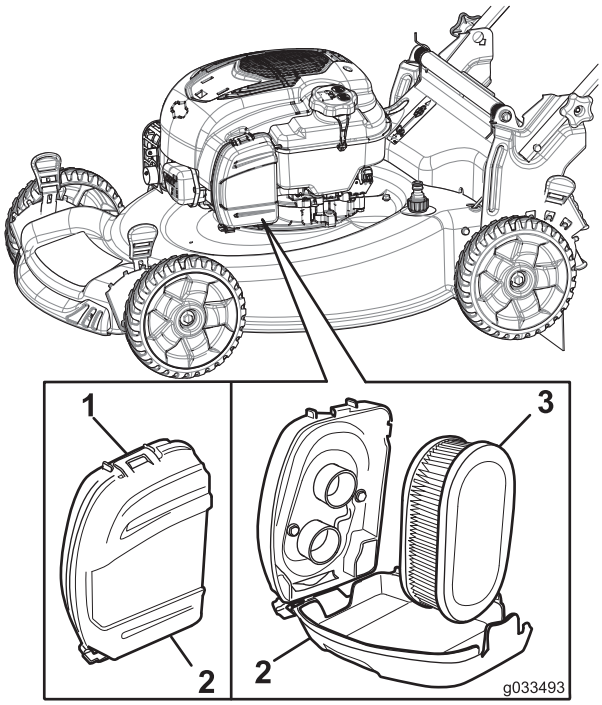

Figure 30
1. Déclipsez le couvercle du filtre à air (Figure 30).
2. Déposez le filtre à air (Figure 30).